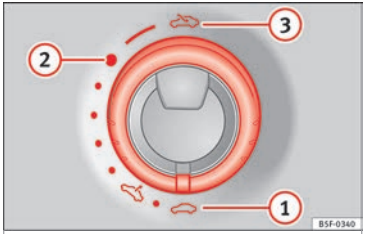

Fig. 11 In the interior roof: turn the knob to open and close
- Opening: Turn the switch to position ››› **Fig. 11 (3)**.
- Convenience position: Turn the switch to position ››› Fig. 11 ②.
- Closing: Turn the switch to position ››› Fig. 11 ①.